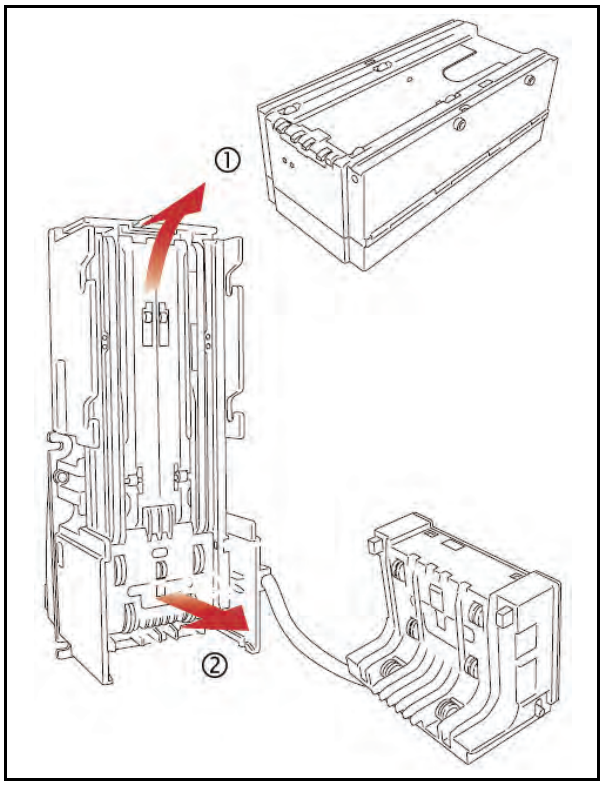

Figure 2-1 Bill Validator Mounting Preparation
1. Remove the Cash Box and Lower Guide assembly (See Figure 2-1 ① and ②).